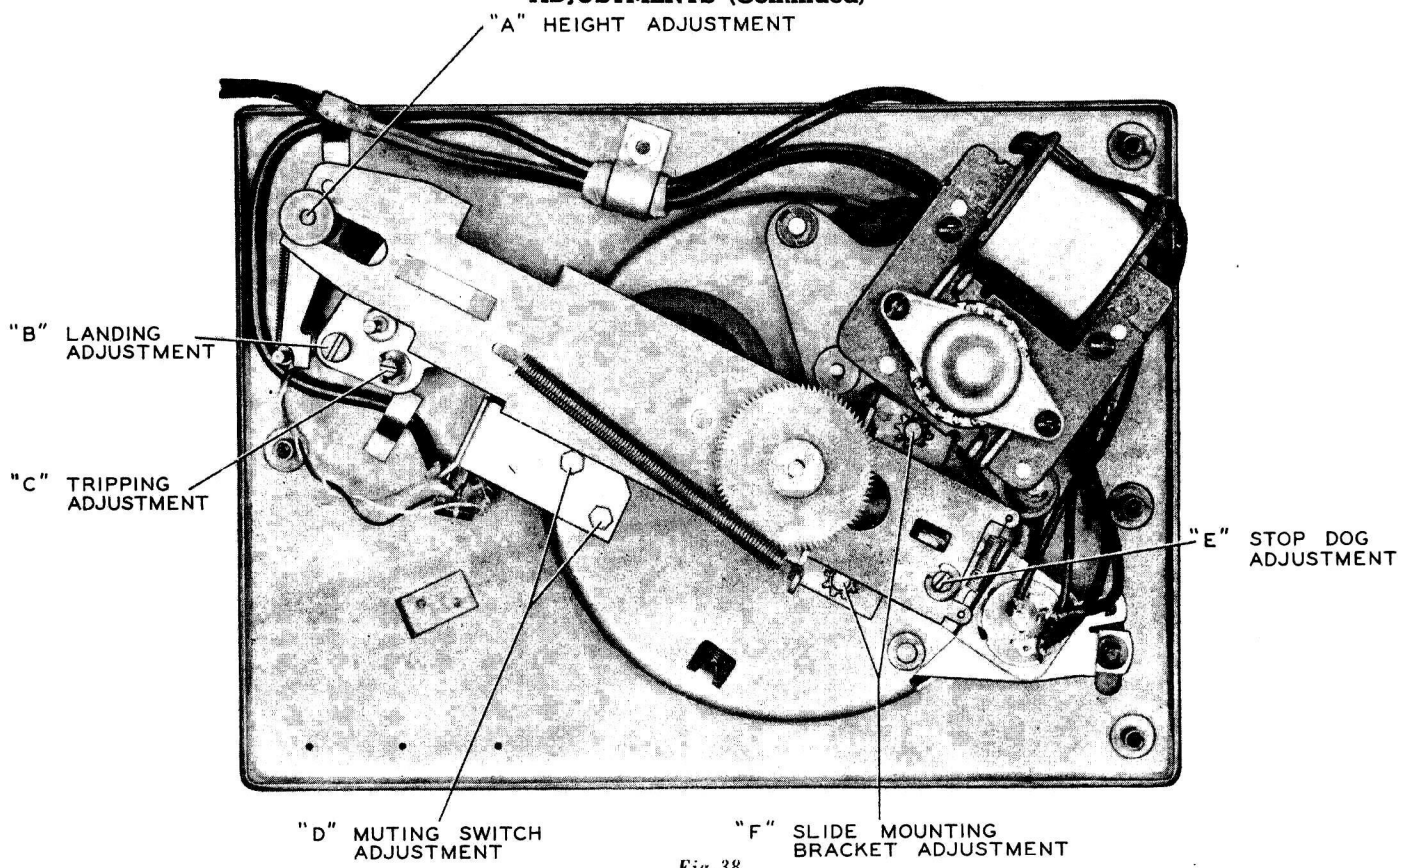

Fig. 38
Under ordinary conditions the landing adjustment is a screwdriver adjustment as shown. The adjustment of eccentric landing adjustment stud (B) gives approximately a ¼" movement. (See Figs. 38, 40.)
5. Exact landing adjustment can now be made by a screwdriver on stud (B). (See Fig. 38.)
Pickup Height Adjustment (See Fig. 38):
Mounting Bracket Adjustment (See Fig. 38):
Muting Switch Adjustment (See Fig. 38):
Stop Dog Adjustment (See Fig. 38):